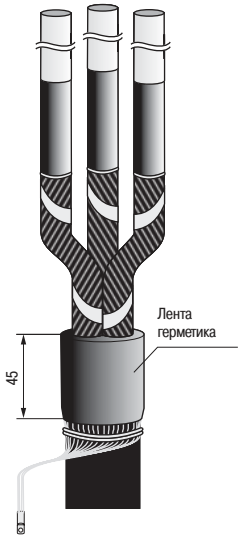

Рисунок 8
4.13 Произвести герметиз цию экр н н оболочке к беля, выполнив н мотку из 2–3 витков ленты герметик н длине 45 мм от срез оболочки (рисунок 8).